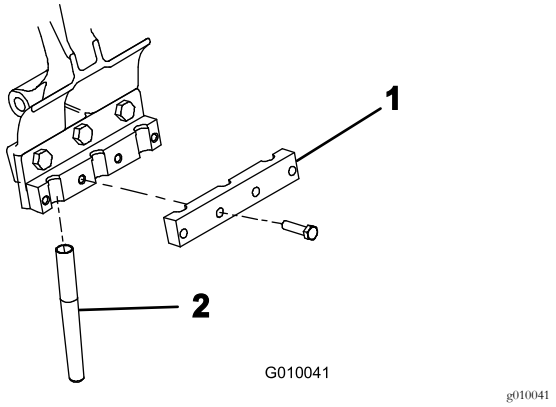

**Figur 24**
5. Fest en pipeklemme løst på hver pipearm med fire bolter (3/8 x 1-1/2 tomme) (Figur 24). Ikke stram boltene.